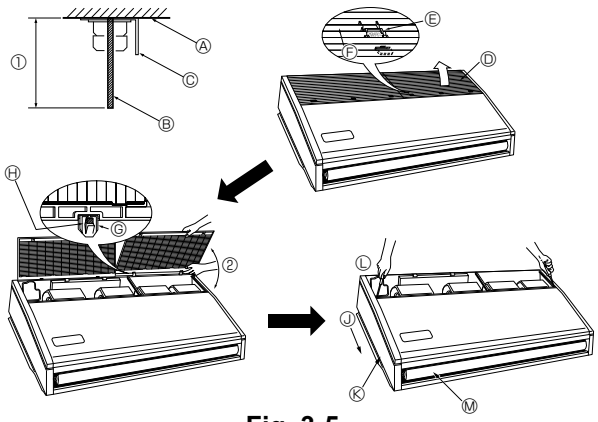

Fig. 3-5
3.2.5. Preparación de la unidad interior (Fig. 3-5)